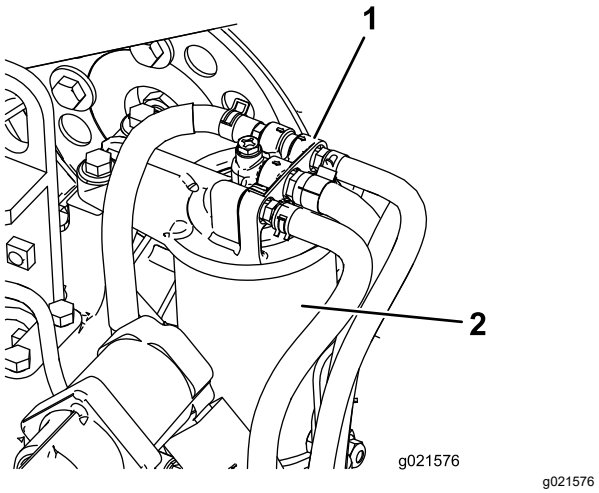

Figuur 75
1. Reinig de omgeving van de plaats waar het filter wordt gemonteerd (Figuur 75).
2. Verwijder het filter en reinig het filterkopplaatsingsoppervlak (Figuur 75).